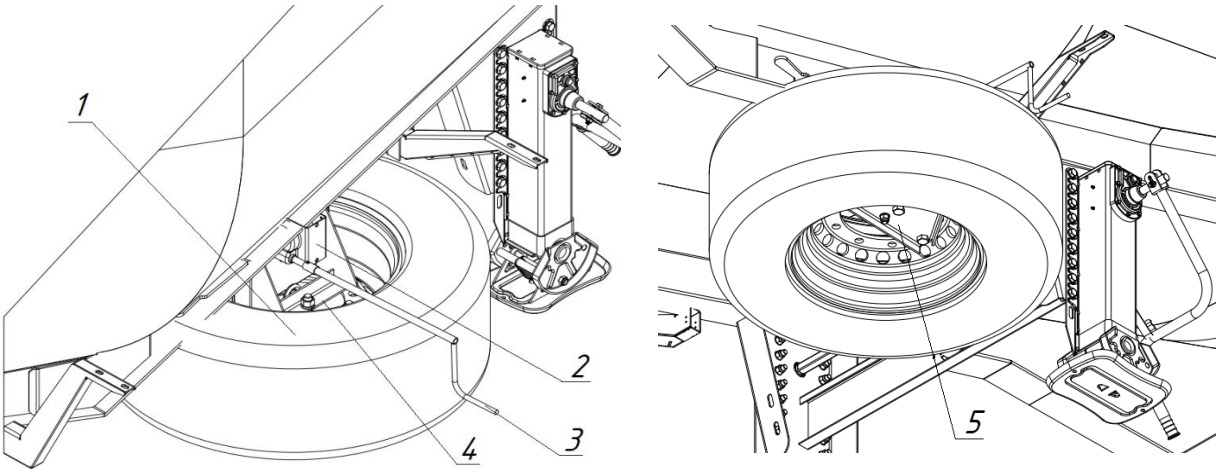

Рис. 2.11 – Крепление запасного колеса
Кронштейн запасного колеса с лебёдкой представляет (рис. 2.11) из себя сварной корпус (4), к которому изнутри прикручена лебёдка с барабанным механизмом (2). Корпус устанавливается под лонжероном рамы полуприцепа. Трос (цепь) лебёдки имеет на конце крюк, который цепляется за рым-болт захвата (5). Захват устанавливается внутри запасного колеса (1) с нижней стороны. Четыре болта захвата (5) устанавливаются в крепёжные отверстия запасного колеса и выполняют